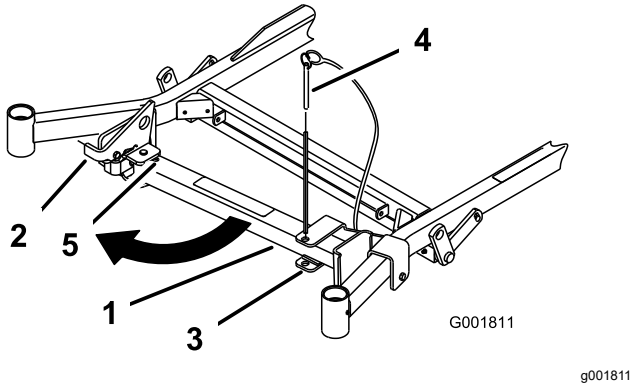
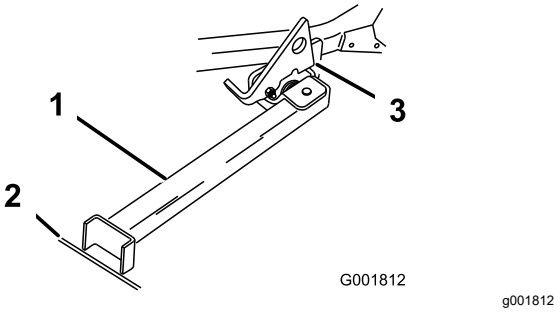

Figuur 42
Figuur 43
2. Verwijder de pen van de beugel (Figuur 42).
4. Draai het voetstuk van de Z Stand aan de voorkant naar buiten en schuif de Z Stand in de richting van de machine, in de onderkant van de sleuf (Figuur 42 en Figuur 43).
5. Plaats het voetstuk op de grond en laat de vergrendeling op de draailip rusten (Figuur 43).
Opmerking: Om de beste resultaten te verkrijgen, moet u het voetstuk in spleten in een voetpad of een gazon plaatsen (Figuur 43).
7. Rij de machine de Z Stand op. Stop de machine als de vergrendeling boven de lip in de vergrendelde stand valt (Figuur 43).
5. Zet de Z Stand terug in de ruststand (Figuur 42).